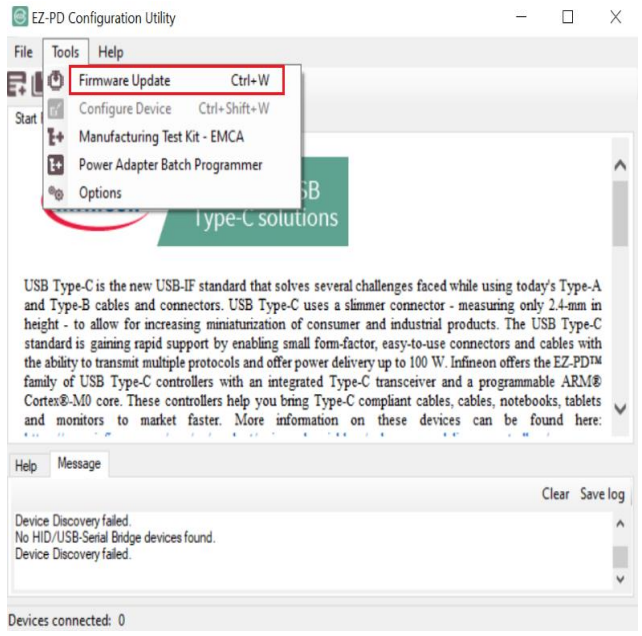

**Figure 10 Firmware update using EZ-PD™ Configuration Utility**
6. Select **Tools** > **Firmware** Update to update the firmware of the CCG4 device, as shown in Figure 10. For more details, see the EZ-PD™ Configuration Utility user manual.